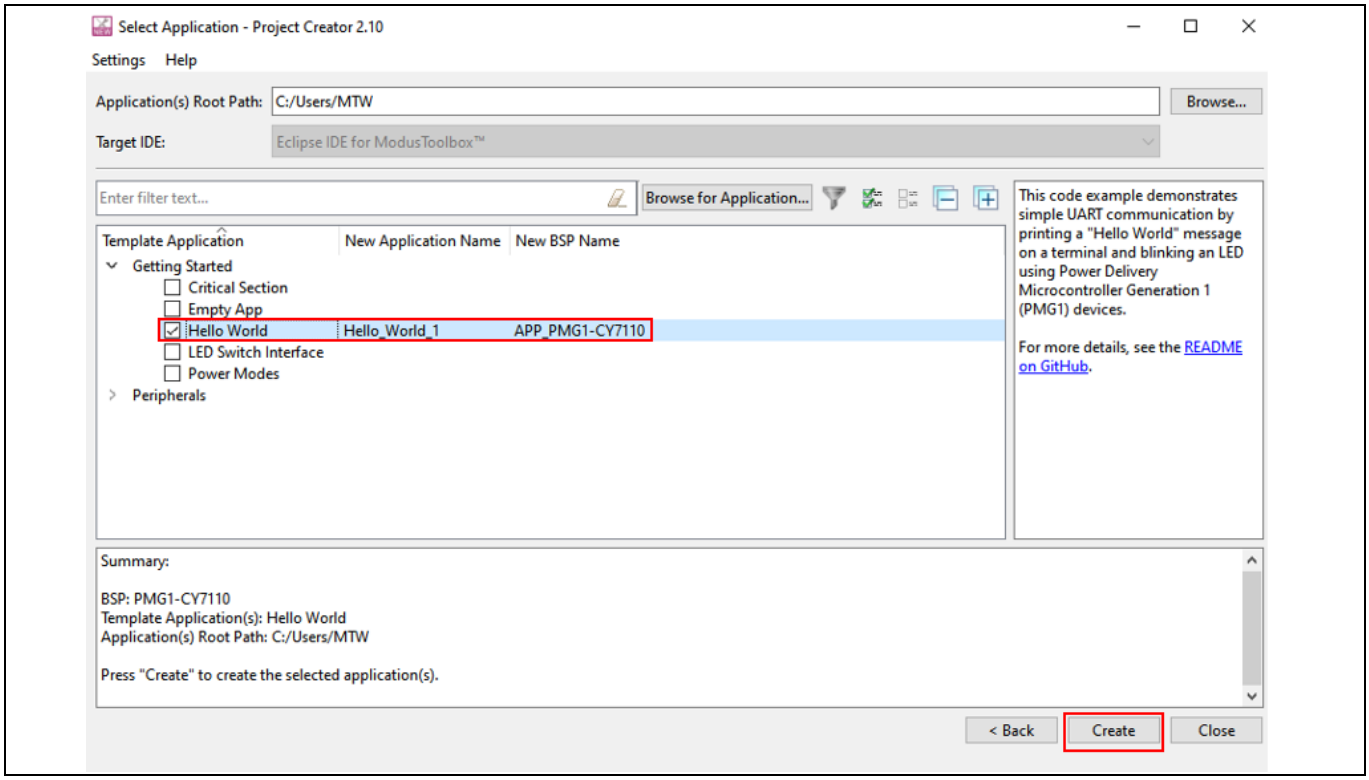

Figure 11　スターターアプリケーションの選択
5. **Select Application** ダイアログで、Figure 11 に示すように、Hello World テンプレート アプリケーションを選択します。
- 独自のアプリケーションを最初から作成する場合は、「**Select Application**」で利用可能な「**Empty App**」を選択し、*main.c* ファイルとデバイス コンフィギュレータを適宜変更して、必要な機能を実現します。空のアプリケーションについては、Figure 11 を参照してください。